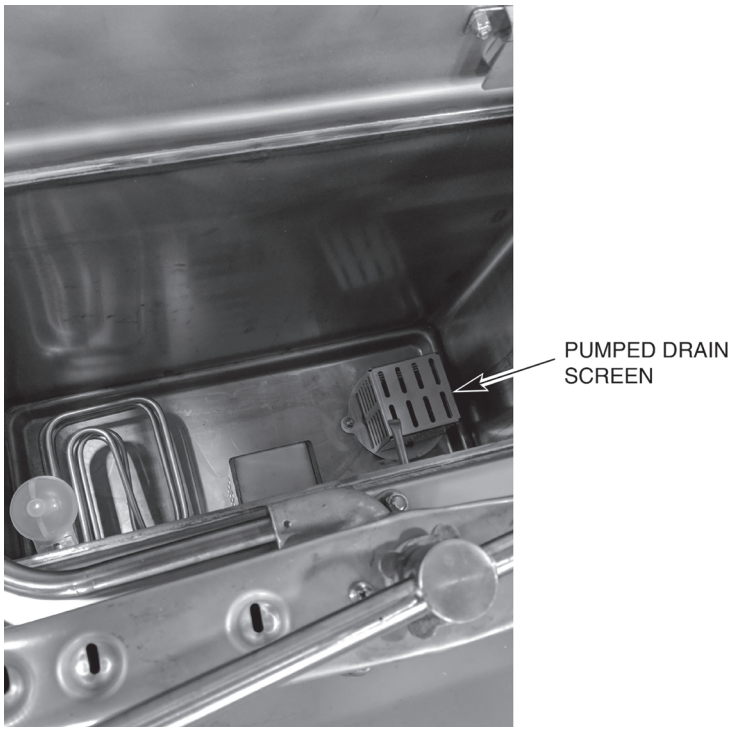

Fig. 38
9. On models equipped with optional pumped drain, clean the pumped drain screen (Fig. 38).